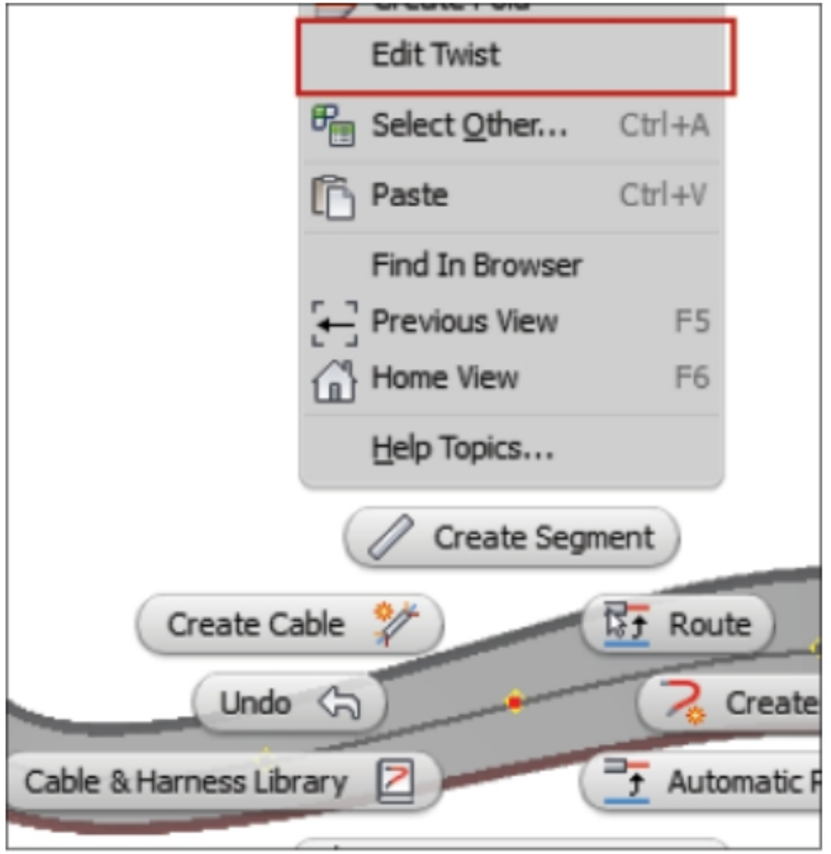

Figure-60. Edit Twist option
- You can also twist the cable at a desired point by selecting **Edit Twist** option from the shortcut menu displayed for ribbon points; refer to Figure-60.